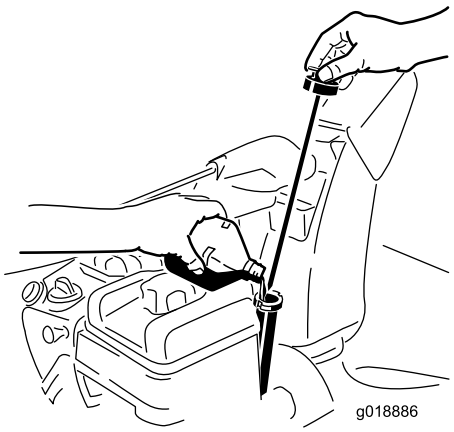

Figur 13
1. Ta ur oljestickan och fyll **långsamt** på olja i påfyllningsröret så att nivån höjs till markeringen Full på stickan. **Fyll inte på för mycket** (Figur 13). Se Kontrollera oljenivån i motorn under Underhåll.